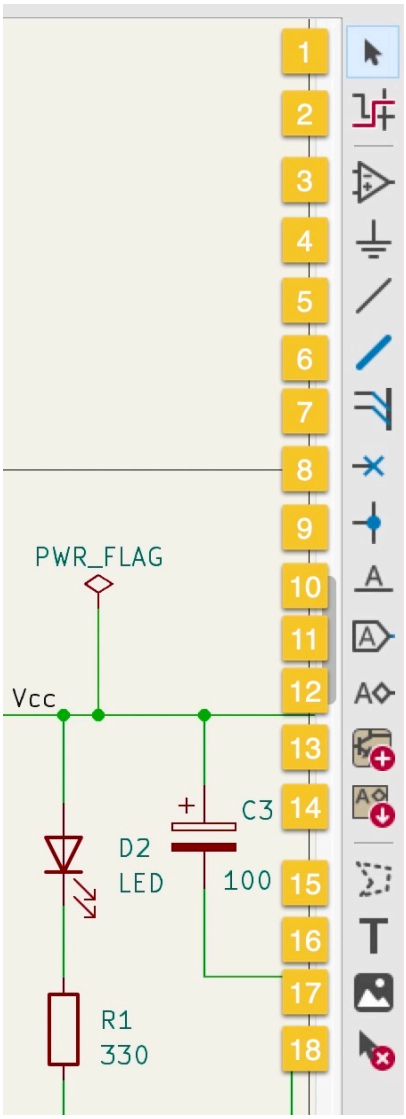

Figure 7.4.1: The buttons in the right toolbar.
This chapter will give you an overview of the buttons that appear in the right toolbar in Eeschema. You can see the right toolbar with its numbered buttons in Figure 7.4.1 below.
When no tool is active (for example, the Wire or label tool), you are using the default pointer. If you have activated a tool, you can revert to the pointer by clicking on the arrow button ("1" in Figure 7.4.1) or hitting the escape key.
You can learn how to use the bus and bus entry feature and its enabling buttons (in group “6” in Figure 7.4.1) in a dedicated chapter in the Recipes part of this book.
1. Net labels (the first button from the top in the buttons marked as "9" in Figure 7.4.1). These labels work within a single schematic sheet.
The two buttons marked as “10” in Figure 7.4.1 allow you to create and work with hierarchical sheets. Hierarchical sheets help break up a busy schematic sheet into two or simpler sheets.
The three buttons in the group marked “11” in Figure 7.4.1 allow you to draw simple line graphics, add text labels, and insert images. You can use these tools to annotate your schematic.
In the example below, I have enabled the interactive delete tool by clicking on its button (“12” in Figure 7.4.1). The cursor becomes a virtual eraser. As I